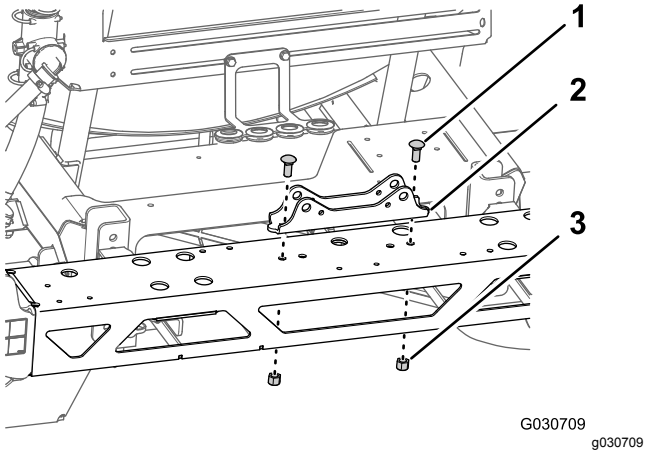

Figur 80
3. Fjern to låsebolter (1/2 x 1-1/4 tomme) og to flenslåsemutre (1/2 tomme) som fester sylinderfestet til den midtre bomseksjonen, og fjern festet (Figur 80).